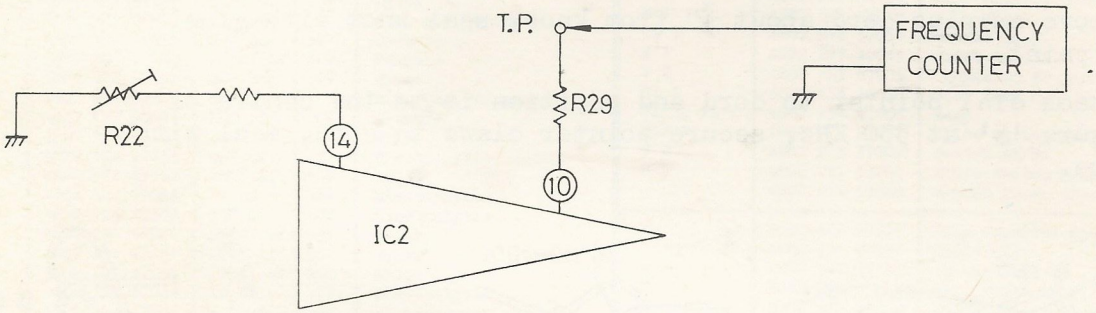

Fig. 12
1. Connect frequency counter to R_{29} as shown in Fig. 12.